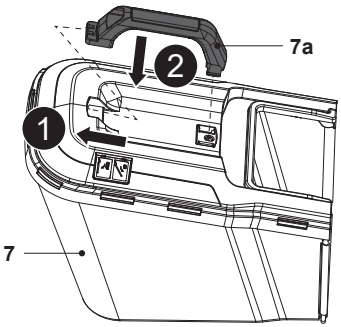

**Fig. 6**
2. Assembly the carry handle (7a) into the two assembling slots on the top frame of grass catcher (7), paying attention to the correct orientation (Fig. 6).